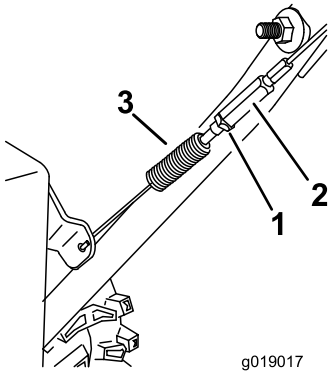

Figur 38
3. Løsne eller stram til spennmutteren for å justere fjærlengden til 7 cm (Figur 38).
4. Stram låsemutteren (Figur 38). Påse at det er litt spenning i kabelen.